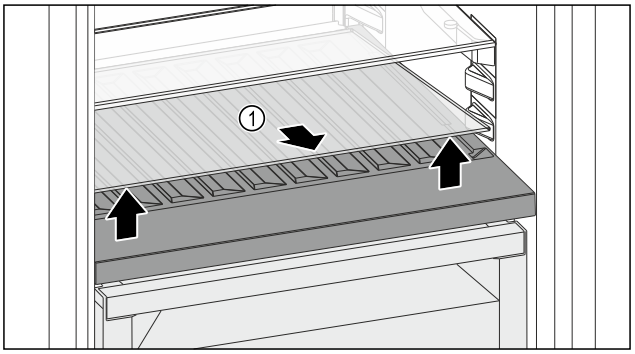

Fig. 183
▶ Soulever la plaque de verre *Fig. 183 (1)* au niveau de l'évidement avant et la retirer.
▶ Entreposer la plaque de verre *Fig. 183 (1)* dans un endroit sûr hors de l'appareil.